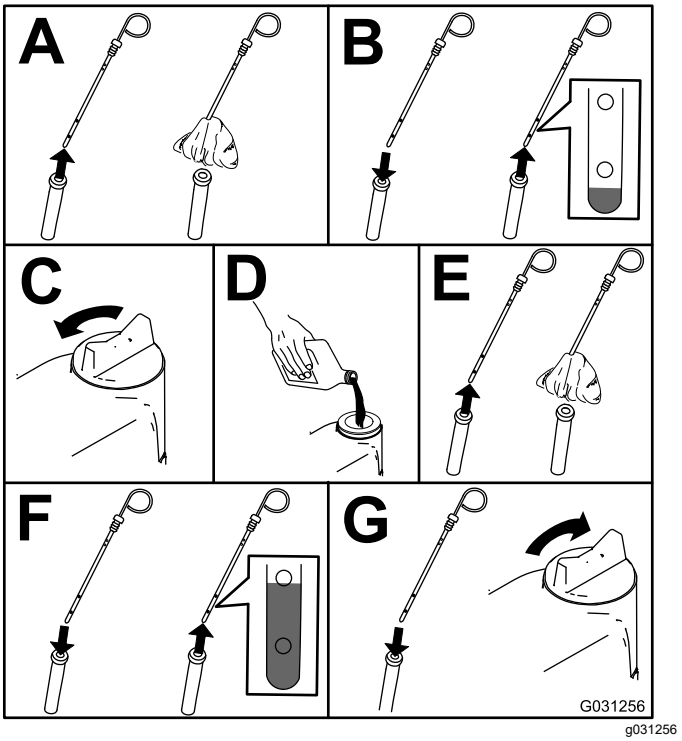

Figuur 52
2. Controleer het oliepeil in de motor; zie Figuur 52.